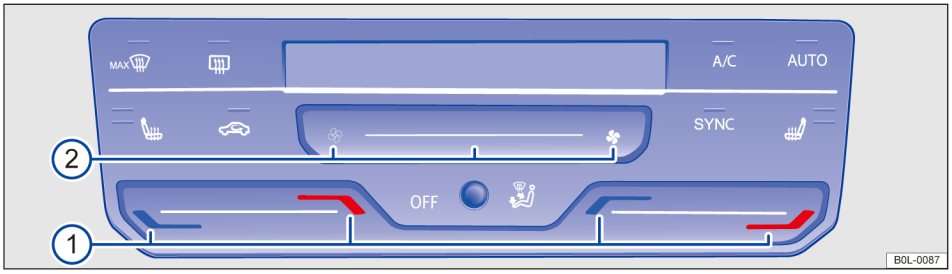

图 75 中控台上部：全自动空调系统操作机构
– 点击空调操作面板中的按键 OFF →图 75。
– 或：点击左侧鼓风机调节功能按键 →图 75②，直至控制面板上方的显示屏出现 OFF 字样。 ▶
– 点击温度调节按键 →图 75①，以调节驾驶员和前排乘员侧温度。
– 点击鼓风机调节按键 →图 75②。
– 点击按键 MAX →图 75。